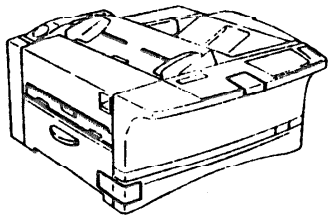

Рисунок 2. Заклейте аппарат лентой
6. Заклейте аппарат лентой, как показано на рис. 2.